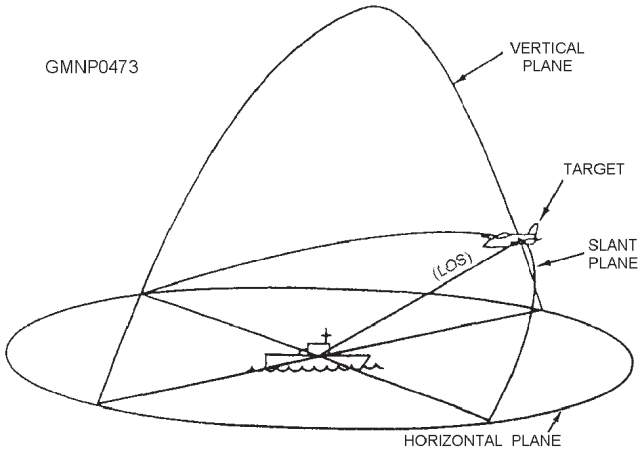

**Figure 10-9.—Reference planes.**
**REFERENCE PLANES**.—Reference planes are flat surfaces that may extend in all directions to infinity. Normally, these planes are pictured with boundaries equal to the range of the fire control problem, as shown in figure 10-9.